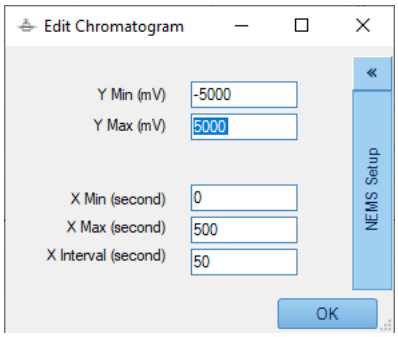

Figure 4-23: Edit Chromatogram Dialog Box
- ***Edit Chromatogram*** – presents a dialog box to set the x-axis and y-axis minimum and maximum as well as the X axis interval (Figure 4-23).